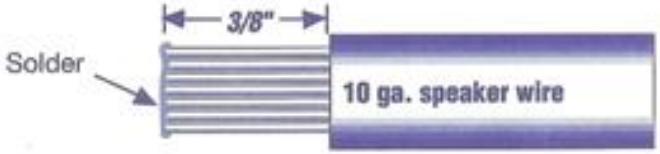

Figure 6 - Wire Stripping
4. After stripping the wires approximately 3/8 of an inch tin the very tip of each of the wires (See Figure 6). **This is VERY IMPORTANT!** If you tin the entire wire, it is possible to have a poor connection. This connection will result in high resistance; causing excessive heat which could **MELT** the connector and void the "limited" warranty.